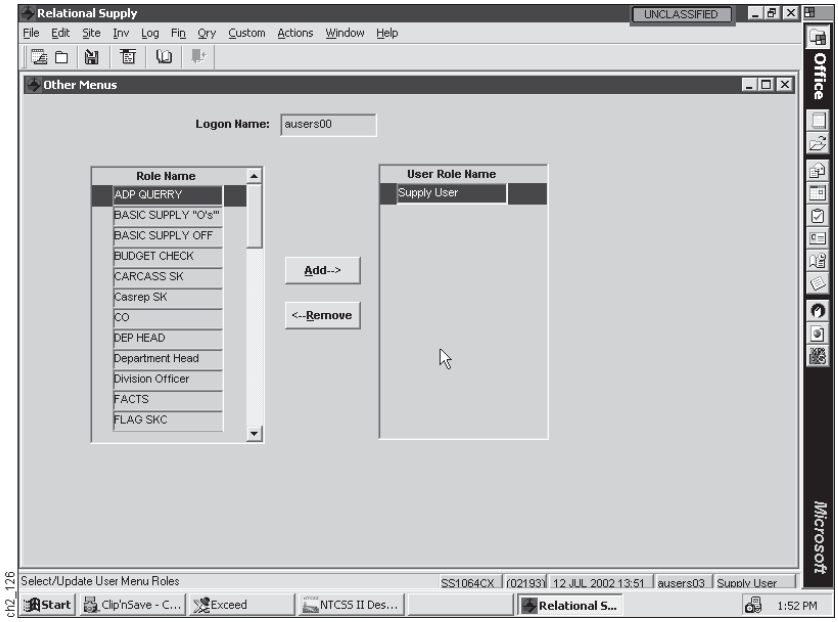

Figure 2-52
(2) Step 2. From the Role Name List on the Other Menus Screen above (Figure 2-52), select the user roles that you wish to move to the User Role Name List to highlight them and then select the Add Option.
(3) Step 3. Select those that you wish to delete from the User Role Name List and then select the Remove Option.
(4) Step 4. Select the Modify Role Option from the Icon Menu Bar if you wish to revise the highlighted role.